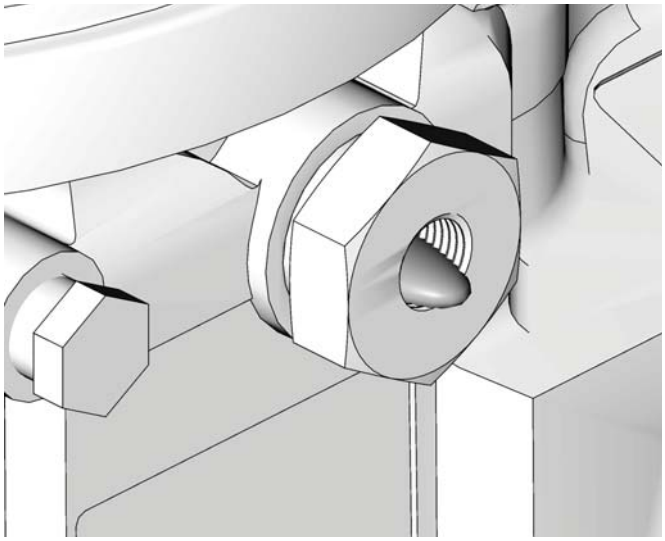

ABB. 16
2. Pumpe nur so lange laufen lassen, bis keine Luft mehr mit dem aus dem Fitting des austretenden Schmiermittel dispensiert wird (ABB. 16).